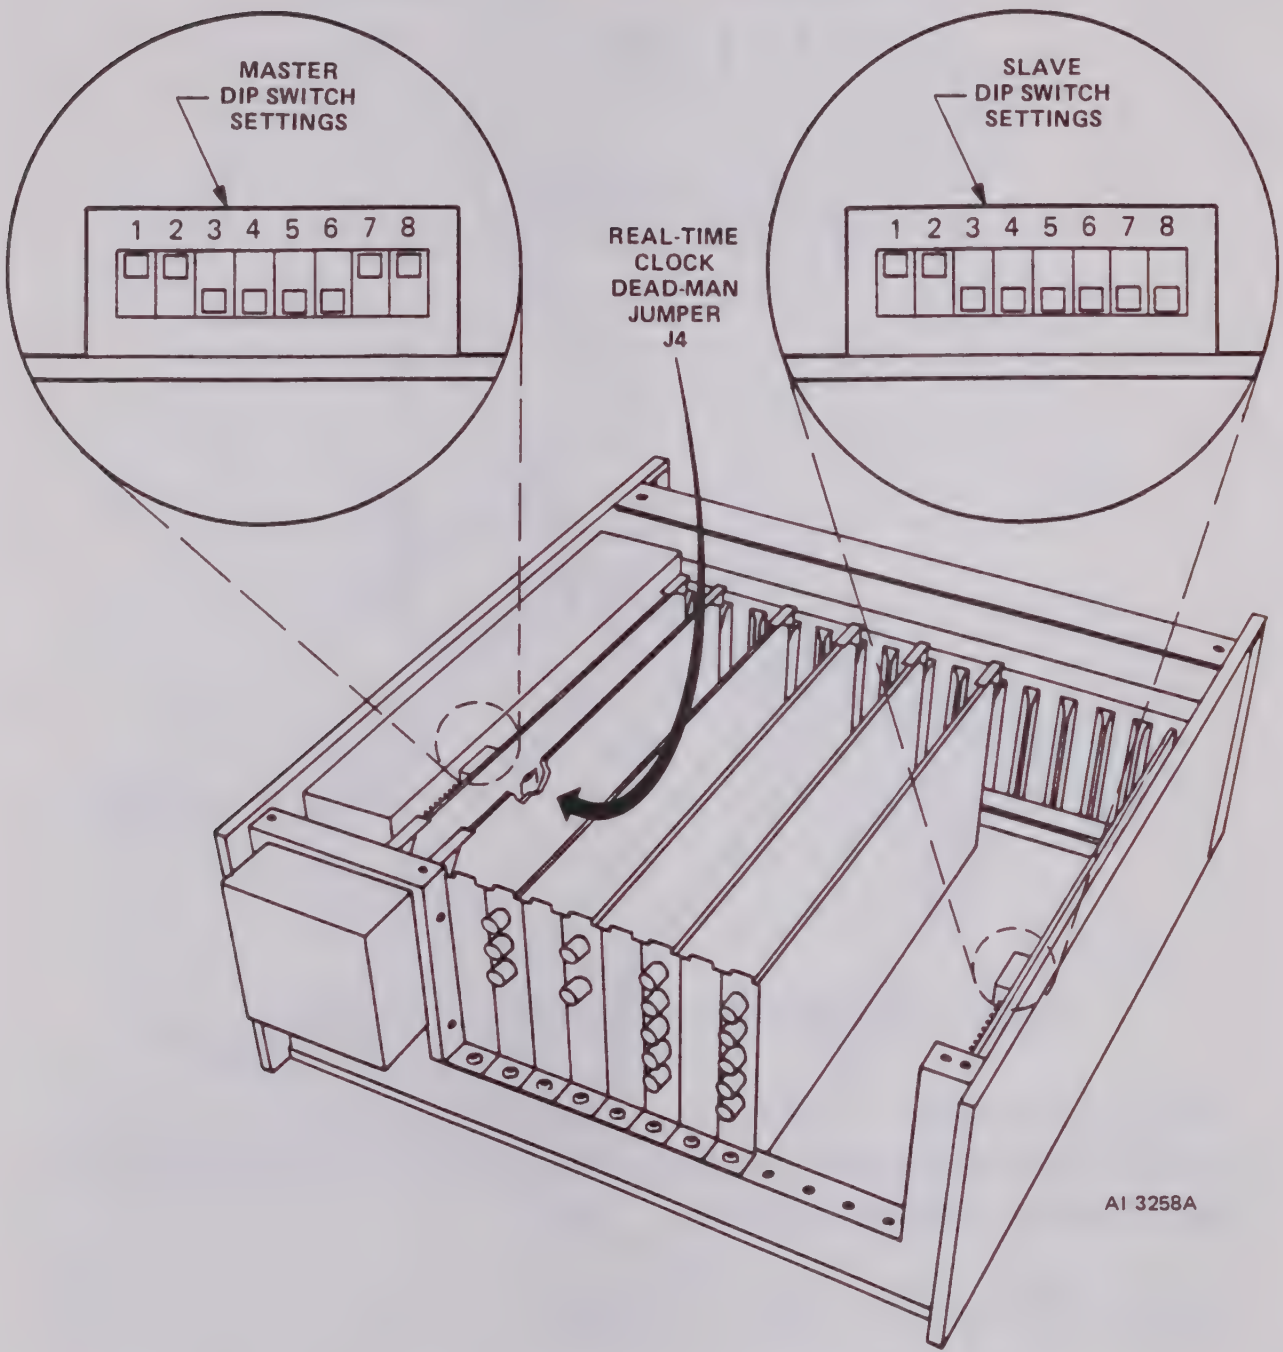

Figure 3.113. CPU DIP Switches and Dead-man Jumper
After the 30th step, the sequence pauses. With the "dead-man" jumper on the RTC card in place, see Figure 3.113, the diagnostic sequence starts over. With the "dead-man" jumper out, the diagnostic sequence just stops. To rerun the diagnostic, either turn the analyzer off and then on, or replace the "dead-man" jumper.
2. On the real-time clock card, remove the "dead-man" jumper, J4. This prevents the diagnostic from resetting before you can write down what happened, see Figure 3.113. (Earlier versions of the RTC card have J4 next to the battery BT1 and you take the RTC card out of the analyzer to remove J4.)
4. Turn off the analyzer and set DIP switches on edge of CPU cards as shown in Figure 3.113. (With more than six application cards in the analyzer, you'll need a second, "slave" CPU.) When you turn the analyzer on, diagnostics will run.